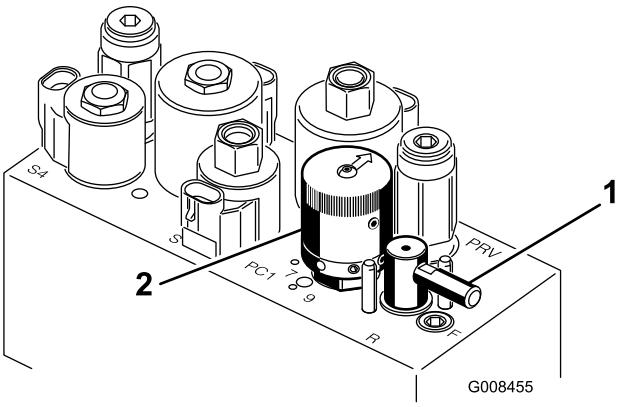

Figur 50
5. Drei slipespaken til stillingen "R" (Figur 50).
6. Drei spolehastighetskontrollen til posisjon 1 (Figur 50).